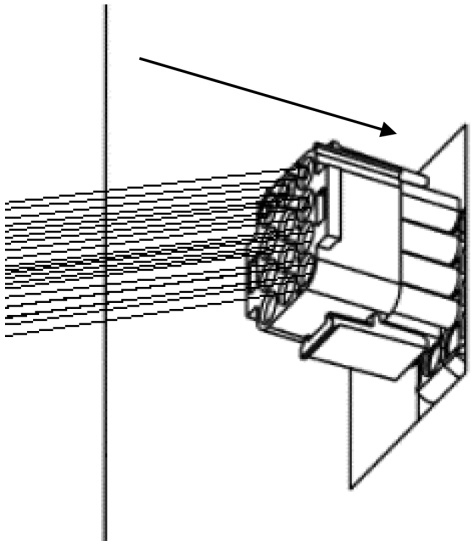

Figure 17 - Attach Economizer Harness
3. Plug in the wire harness provided with the economizer kit (see Figure 17).